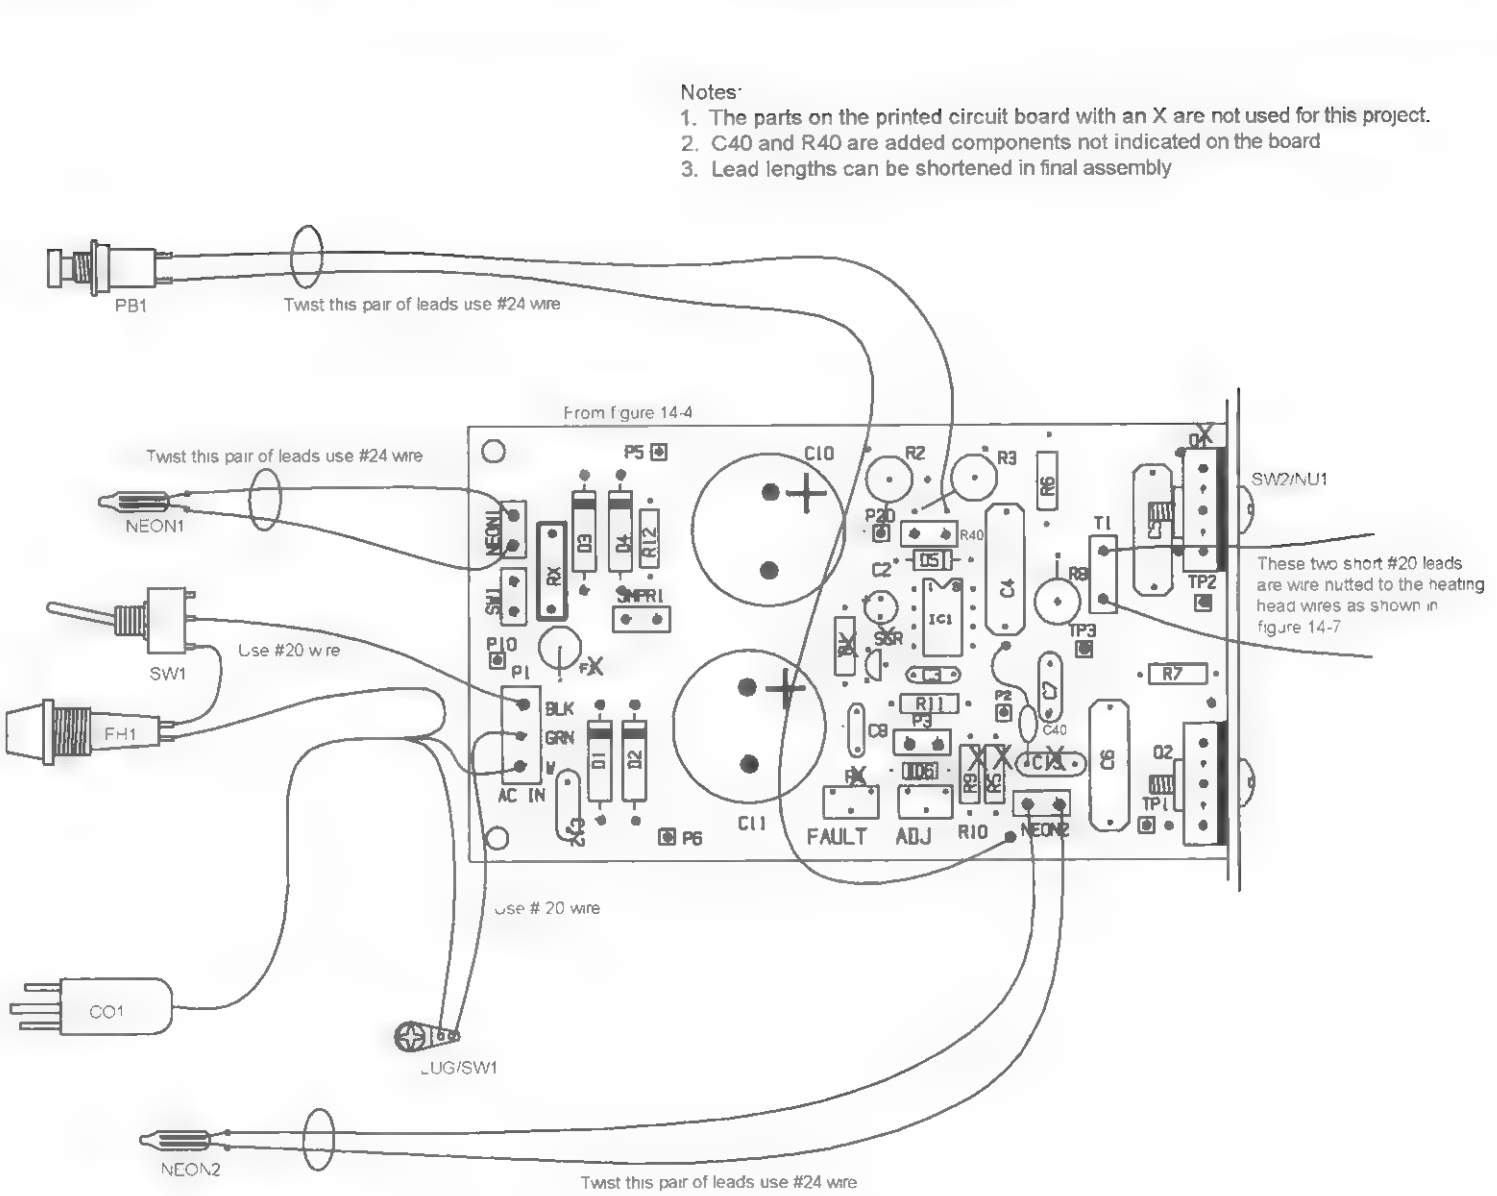

Figure 14-5 *External wiring*
4. Connect the external components as shown in Figure 14-5. Use 6-inch lengths of the wire size as noted.
1. Black dots are connections points to external leads as shown figure 14-5